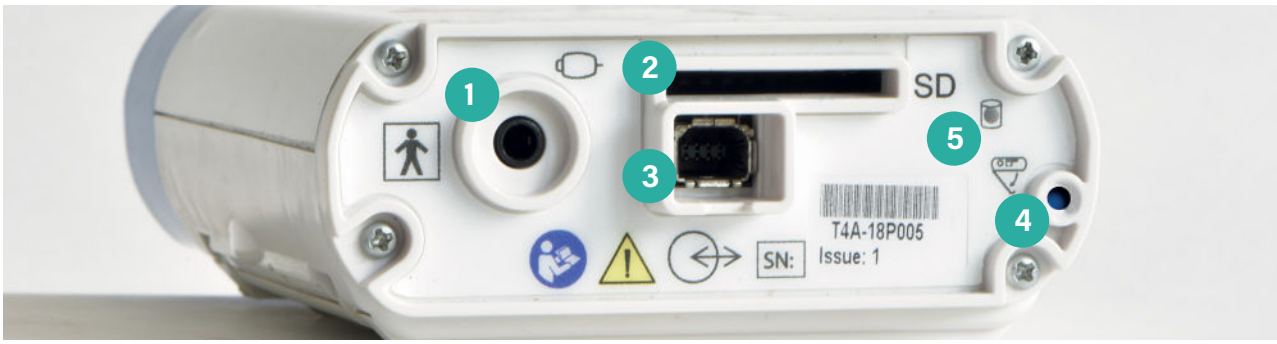

*Figure 6: Connections and indicators on the Trackit T4A, connector end*
Connect the USB cable (PN 1602) into the data socket (item 3, Figure 6) and into a USB port on the acquisition PC. When fully connected, the connector on the cable will latch into the socket on the amplifier.
The SD card activity indicator (Figure 6, #5) will flash whenever there is any reading or writing activity on the SD card.